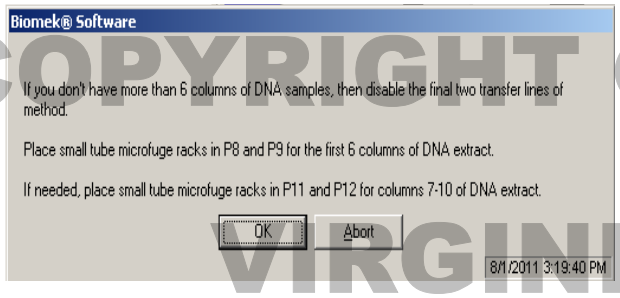
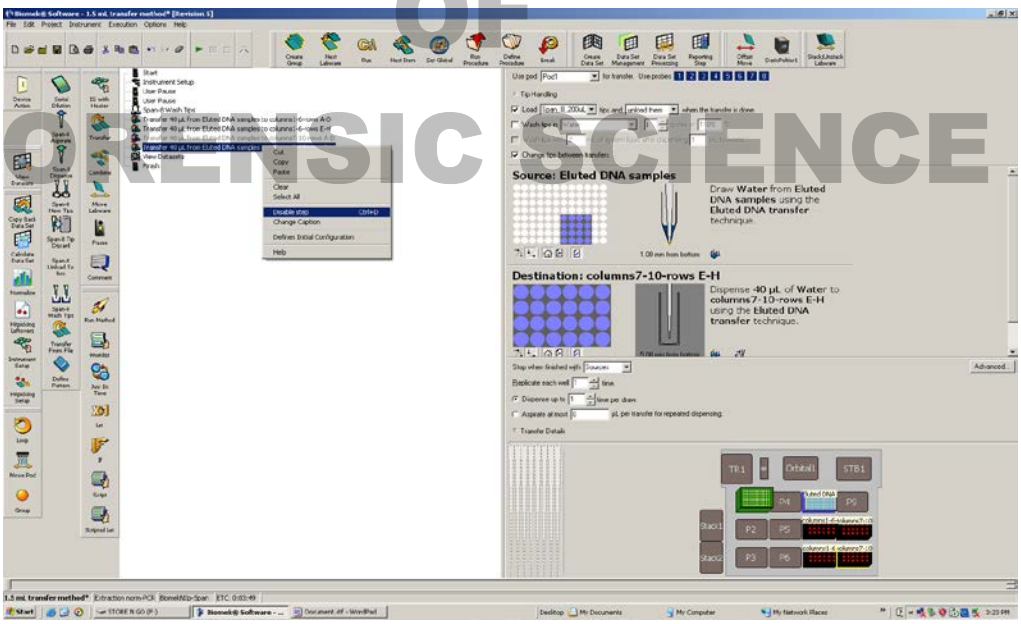

Figure 3. Placing tubes and tips on the deck.
Figure 4. Disabling transfer steps in the 1.5 mL transfer method.
6.4.2 The next window to pop up is shown in Figure 3. Follow the directions. Step 6.4.4 and Figure 4 will provide direction on disabling the lines of the method, if necessary. If it is necessary to disable lines of method, then the method must be aborted, the lines disabled and the method re-started.
6.4.3 If six columns or fewer of DNA samples will be transferred, then disable the last two transfer steps, which transfer samples in columns 7-10, rows A-D and columns 7-10, rows E-H. As shown in Figure 4, highlight the line in the method and right click. Select Disable. The line will appear grayed out and with a red X once is has been disabled.